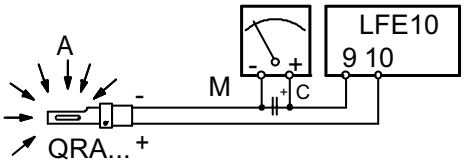
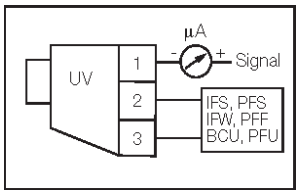

Рис. 35
Рис. 36
- Проверить и аккуратно почистить фотоэлемент UV улавливания пламени и, если необходимо, заменить его. В случае возникновения сомнения, проверить контрольный контур, после того, как горелка будет вновь запущена, согласно схеме на Рис. 36 - Рис. 35- Рис. 36;
Чтобы проверить ток у контрольного электрода, следуйте схемам на Рис. 36 - Рис. 35 - Рис. 36. Если электрический импульс ниже указанного значения, проверьте положение контрольного электрода или фотоэлемента, электрические соединения и, при необходимости, замените электрод или фотоэлемент.